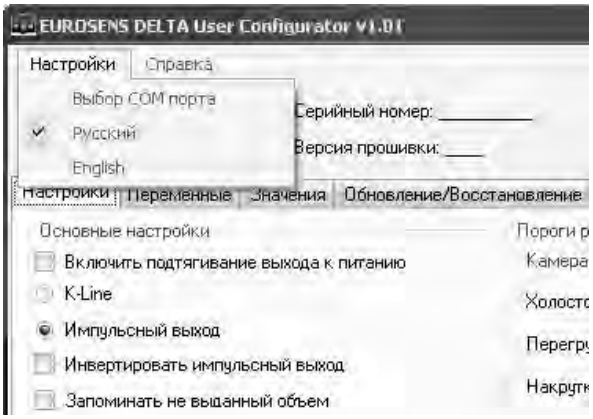

Рис.23
3) выбрать в меню **"Настройки"** пункт **"Выбор COM порта"** (рис.23);